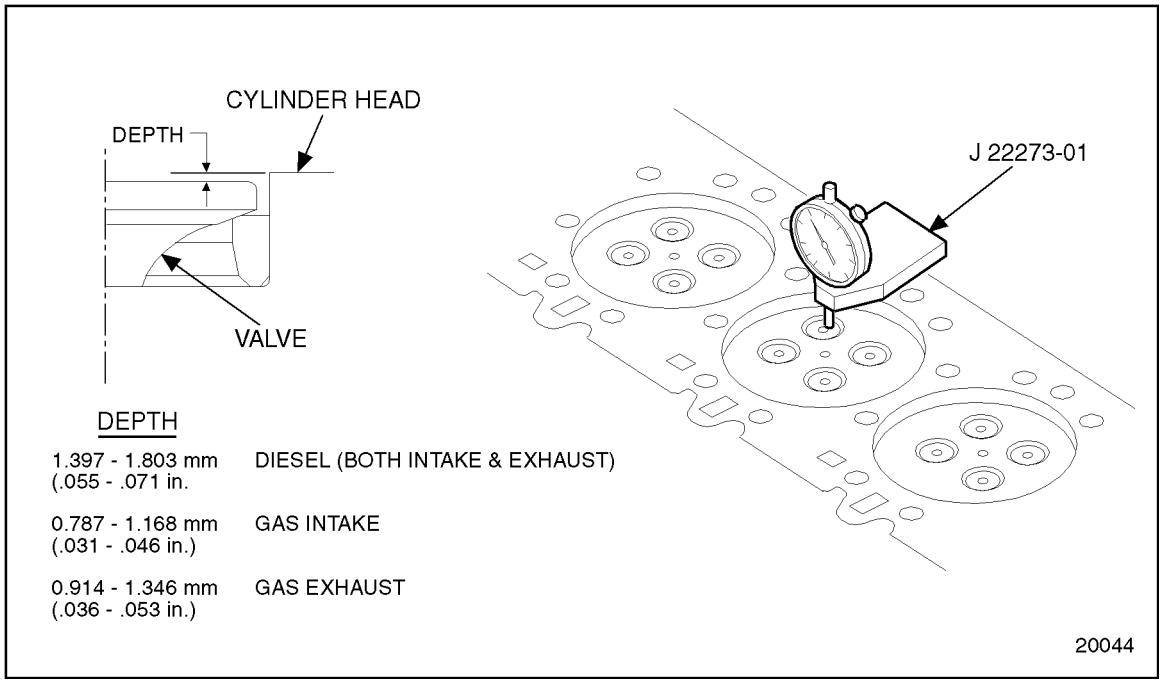

Figure 1-43 Valve Head-to-Cylinder Head Measurement
2. Place valves into proper location and check to be sure that valve heads are recessed from the firedeck surface by at least 1.4-1.8 mm (0.055 -0.071 in.). Listed in Table 1-33. See Figure 1-43. If not, reduced-thickness valve seat inserts must be installed. Refer to section 1.4.6.